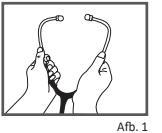

Afb. 1
2. Om de veerspanning te verminderen, moeten de oorbuizen in de bocht beet worden gepakt en zachtjes uit elkaar worden getrokken zoals te zien op Afb. 1.